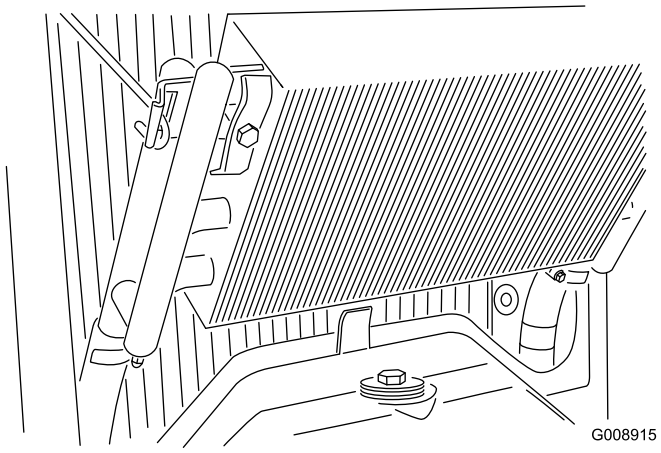

Rysunek 70
4. Odepnij zatrzask chłodnicy oleju i obróć ją do tyłu (Rysunek 70).